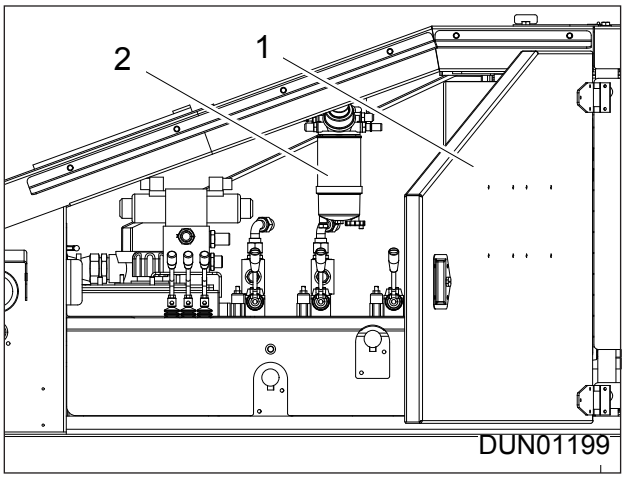
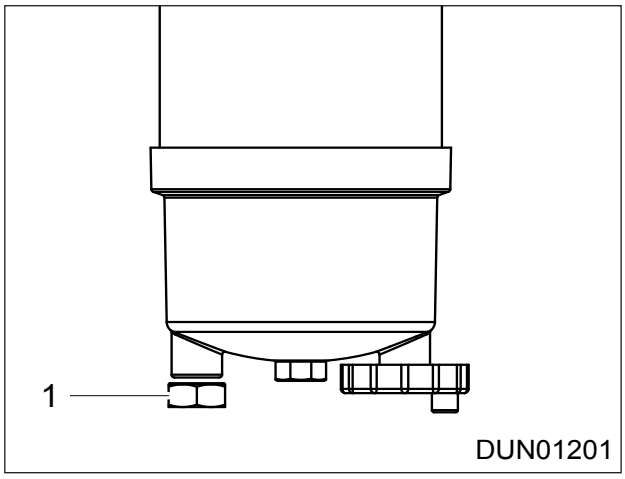

Figure 9.31 - Engine Oil Filters
Figure 9.32 - Water Trap
3. Unscrew the drain bung (Item 1, Reference: Figure 9.32) at the bottom of the water trap (Item 2, Reference: Figure 9.31) and allow the water to drain out into a suitable container.